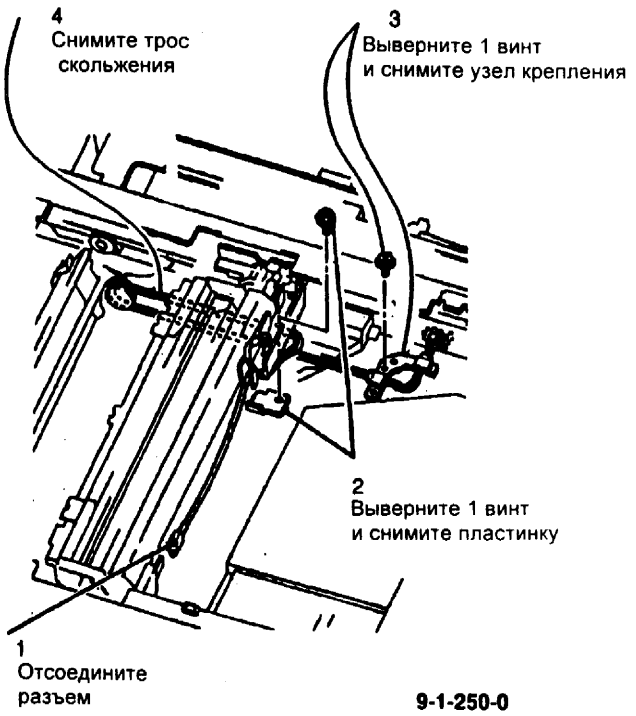

Рис. 2 Подготовка к снятию троса скольжения
4. (Рис. 2) Подготовьтесь к снятию троса скольжения.